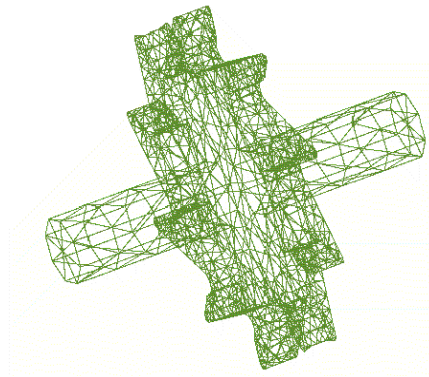

*Figure 31. Mesh visualized with the **Mesh→View mesh boundary** option*
4. Use the **Mesh→View mesh boundary** option to see only the contour of the volumes meshed without the interiors (Figure 31). This visualization mode may be combined with the various rendering methods.